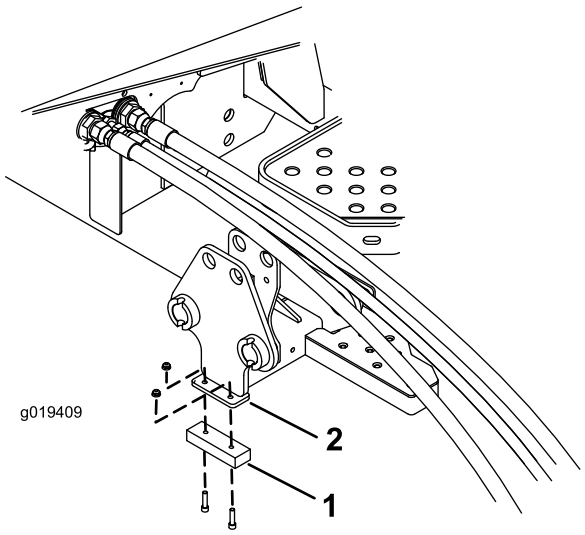

Figur 5
3. Monter en støtfanger til undersiden av brakettene med (2) 1/4-tommers skruer og muttere (Figur 5).